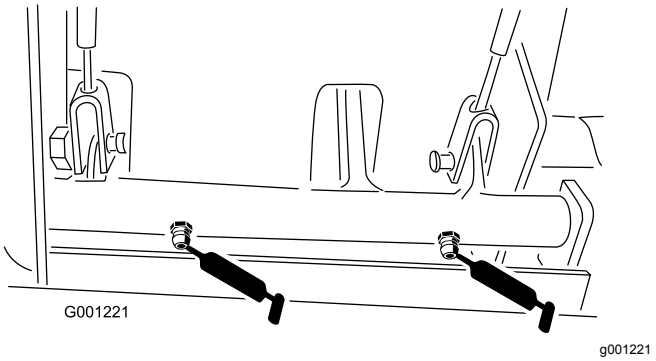

**Figur 36**
- Bremsedrejebøsninger (Figur 36)
- Bremsekabler (kørselshjul og bremsepedaler) (Figur 36)